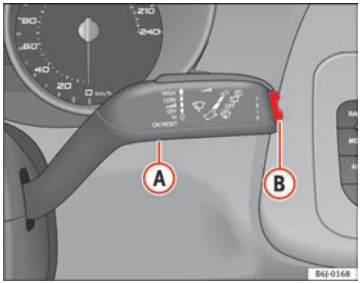

Fig. 34 Palanca del limpiacristales: tecla A y tecla basculante B
– Con el encendido conectado, pulse brevemente la tecla ⇒fig. 34 (A) de la palanca del limpiacristales para cambiar de una memoria a otra.